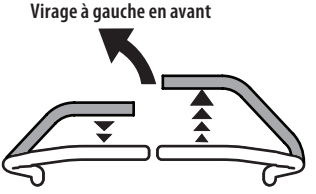

Fig. 22
1. Pour tourner à gauche, déplacez le levier de contrôle de conduite gauche en arrière du levier de contrôle droit (Fig. 22).